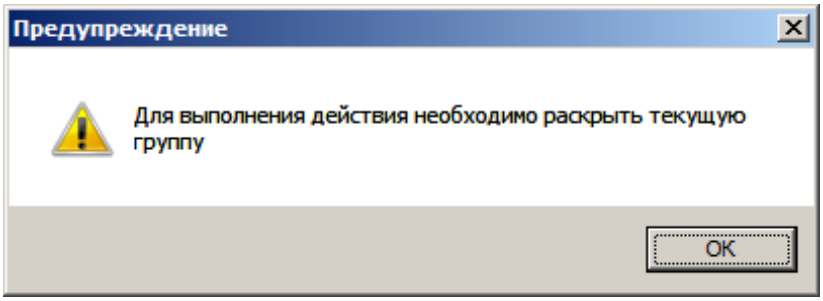

Рис. 1. Предупреждающее сообщение
- Если курсор установлен на скрытой/раскрытой локальной смете, то добавление нового подраздела запрещено. Программа выведет на экран предупреждающее сообщение (см. рис. 1).
- Если курсор установлен на сметной строке локальной сметы, то добавление нового подраздела запрещено. Программа выведет на экран предупреждающее сообщение (см. рис. 1).